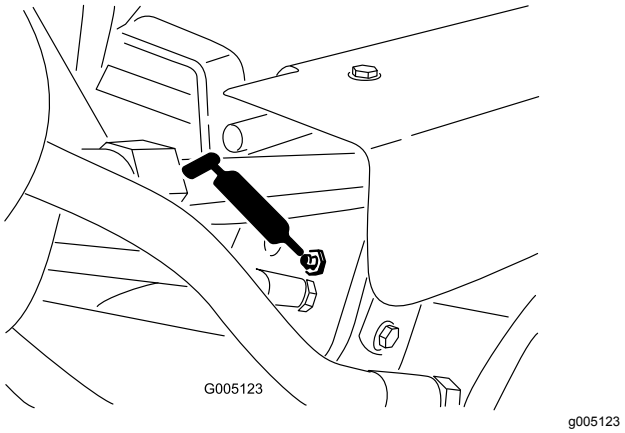

Figur 32
- Lyftcylindrarna (3) (Figur 32)